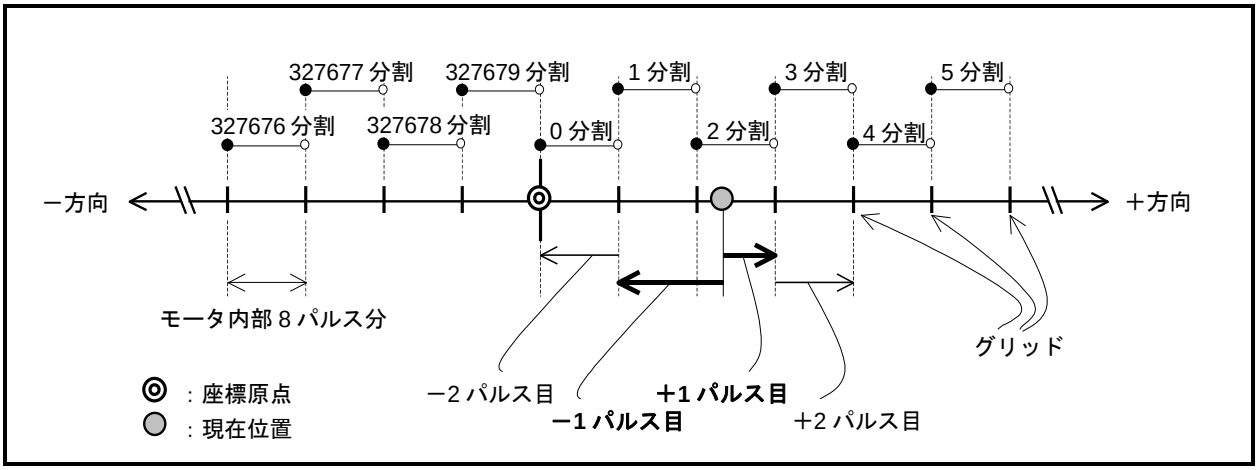

図 6-17：パルス列入力 1 パルス目の動作
- 「図 6-17：パルス列入力 1 パルス目の動作」は CR327 680 に設定した場合を示しています.